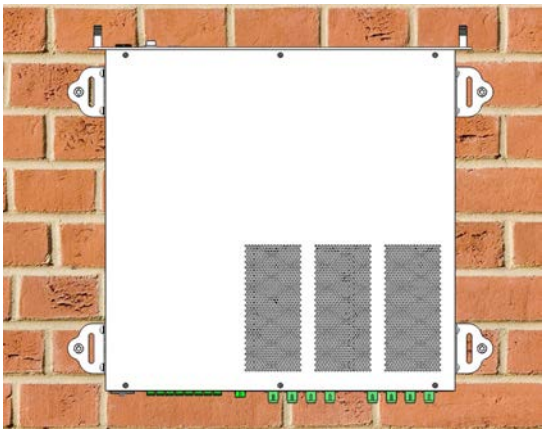

Figure 3.13
5. Fix the NEU onto the mounting rack by tightening the M6x60 expansions bolts using adjustable wrench. Make sure the NEU is tightly fixed to the mounting rack and installation is complete. reference to Figure 3-13.